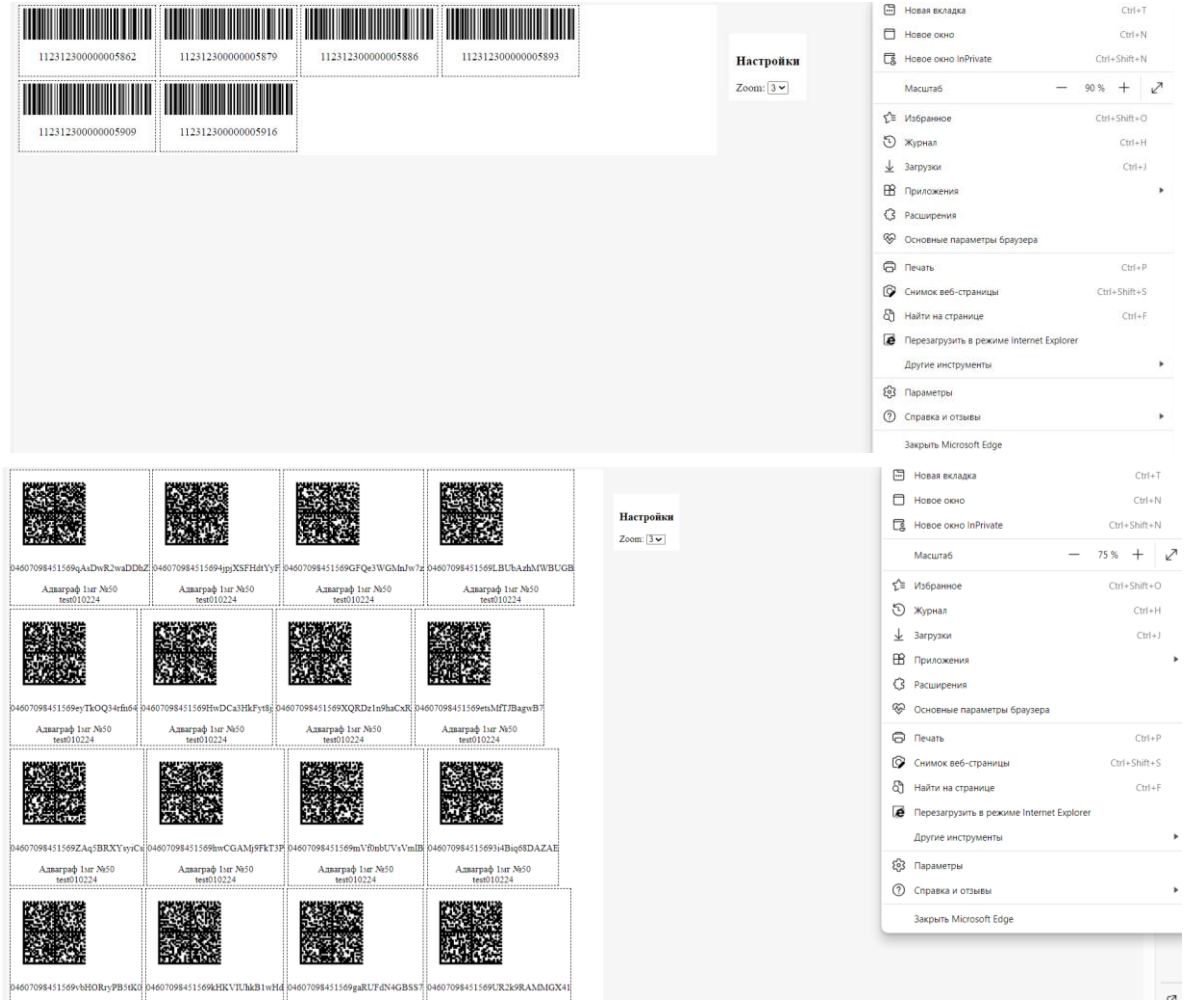

Рисунок 2-13
1) кнопка - печать кодов, при нажатии в отдельной вкладке браузера открывается отображение штрих-кодов (Рисунок 2-13) с возможностью масштабирования и печати на принтере;